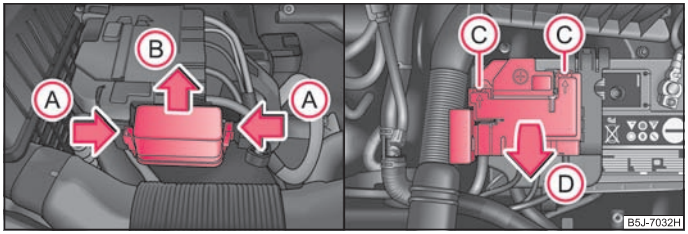

Fig. 158 The battery: Fuse cover
– Press together the interlocks of the fuse cover simultaneously in direction of arrow (A) ⇒ fig. 158 and push out the cover in direction of arrow (B).
- Release the fixtures in the openings (C) using a flat screwdriver and fold the cover upwards in direction of arrow (D).